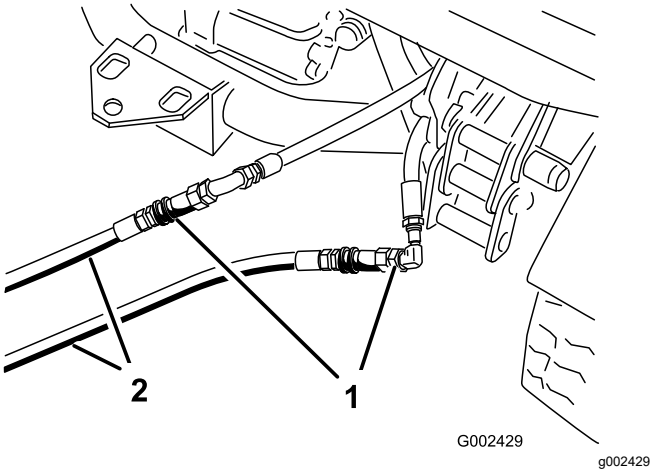

**Figura 74**
3. En la máquina inmovilizada, conecte las dos mangueras de interconexión a las mangueras que fueron desconectadas (Figura 74).